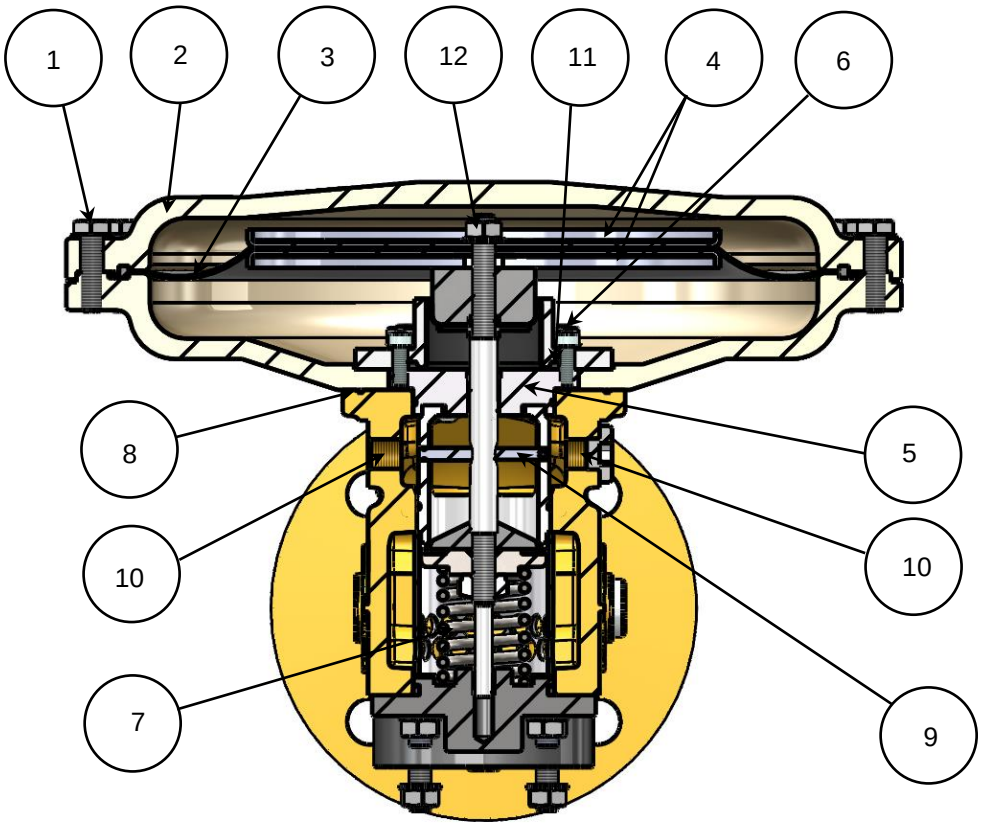

Abb. 10
Entfernen Sie sowohl den Steuerdruckregler als auch das Nivellierventil, indem Sie die Rohrverbindungen am Regler lösen. Alle M8-Sechskantmutter (1) gleichmäßig lösen (siehe Abbildung 10). Die Schrauben und Unterlegscheiben nicht entfernen, sondern so positionieren, dass sie zum gleichen Zeitpunkt wie das obere Membrangehäuse (2) entfernt werden. Legen Sie das Membrangehäuse so ab, dass die Sechskantmutter in ihren Löchern positioniert bleiben.